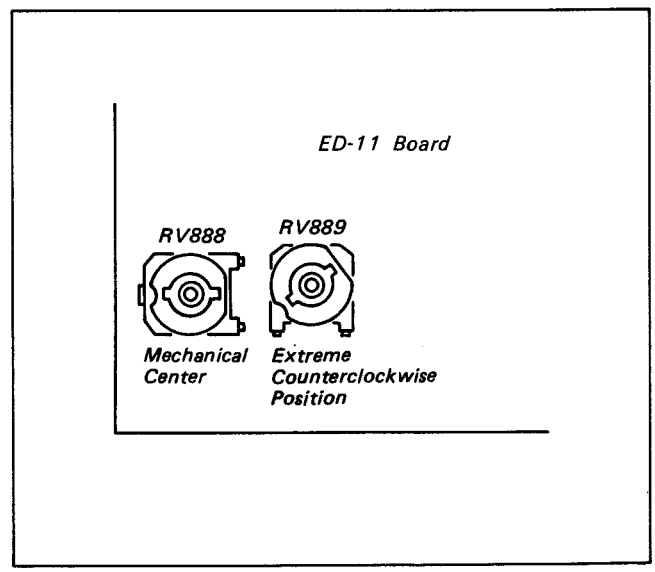

Fig. 1-28
1) Preset RV888 on ED-11 Board at its mechanical center, and RV889 at its extreme counterclockwise position (see Fig. 1-28).